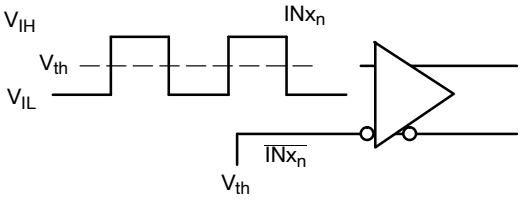
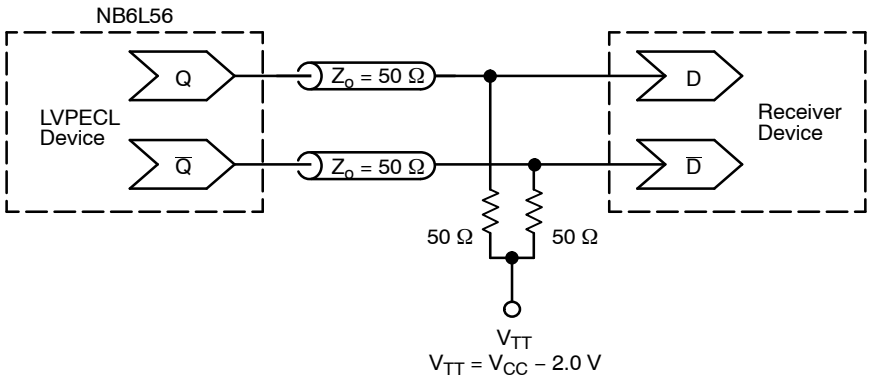

Figure 5. Differential Input Driven Single−Ended
Figure 16. Typical Termination for LVPECL Output Driver and Device Evaluation (See Application Note AND8020/D − Termination of ECL Logic Devices.)
DIFFERENTIAL INPUT DRIVEN SINGLE−ENDED (Note 6) (Figures 5 and 6)
5. Outputs evaluated with 50 Ω resistors to V_{TT} = V_{CC} – 2.0 V for proper operation (See Figure 16).
8. Differential 50% duty cycle at $V_{INPPmin}$ clock source. Outputs evaluated with 50 Ω resistors to $V_{TT} = V_{CC}$ – 2.0 V (See Figure 16). Input crosspoint to output crosspoint for INxn/$\overline{INxn}$ to Qx, $\overline{Qx}$; 50% input to output crosspoint for SELx to Qx, $\overline{Qx}$. See Figures 5, 10 and 11.